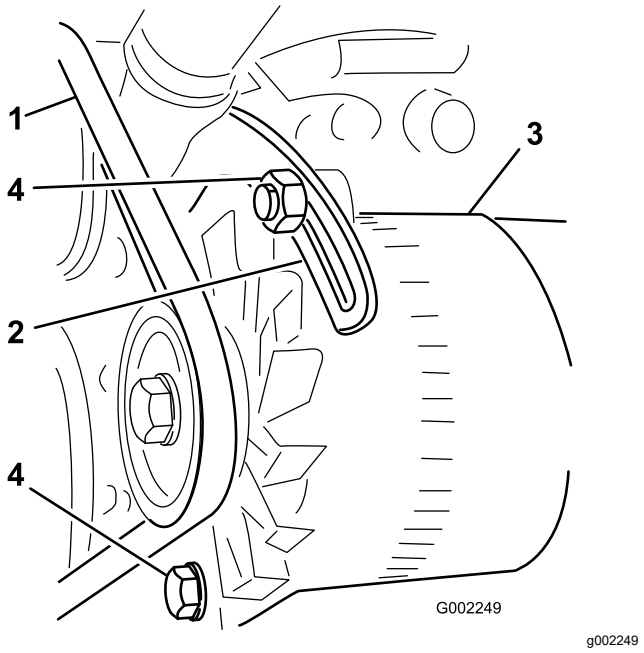

Figuur 103
3. Draai de bout los aan het scharnierpunt van de wisselstroomdynamo; zet de bout los waarmee de wisselstroomdynamo bevestigd is aan de beugel met sleuf (Figuur 103).